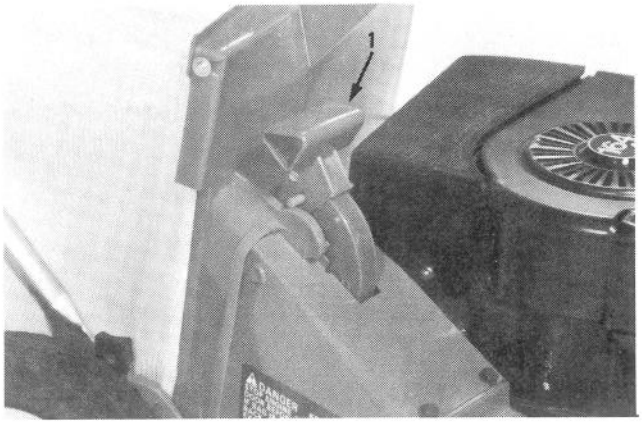

Figure 6
4. Rotate mulching door handle upward to open discharge chute and lock bag in place (Fig 6).